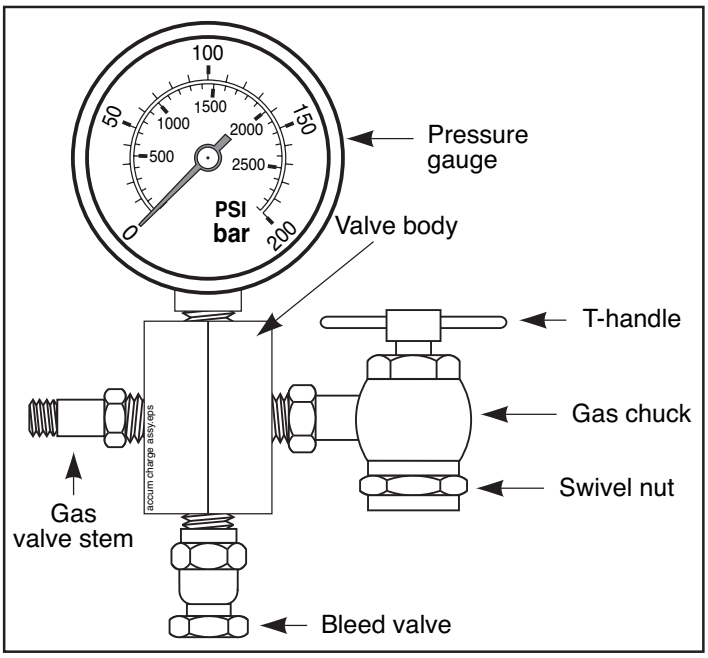
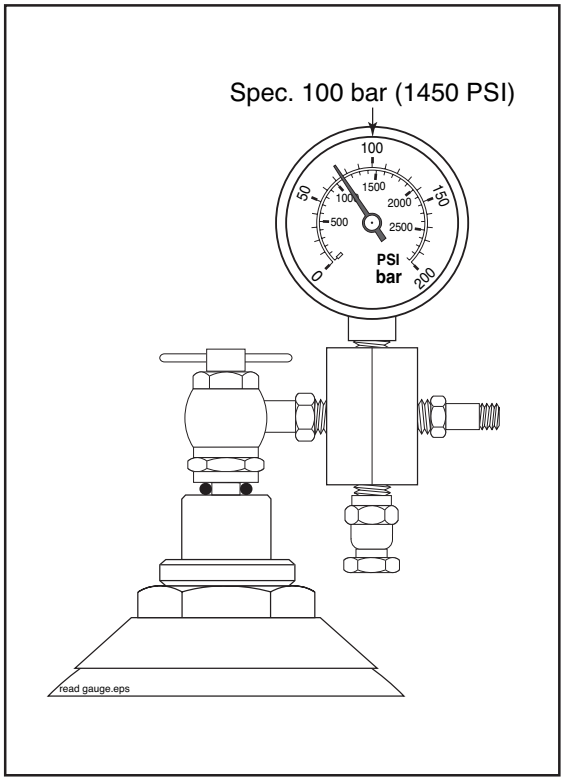

Figure 39
Figure 42
5. On the charge valve assembly, locate the T-handle of the gas chuck (Figure 39). Rotate it *counterclockwise* (outward) completely before attaching the swivel nut to the accumulator gas valve stem.
8. After the swivel nut is attached, screw the T-handle (Figure 39) *in* (clockwise) three (3) full turns. This presses a pin into the gas valve and opens it. Read the pressure on the charge valve assembly gauge (Figure 42) before you attach the nitrogen bottle to the charge valve assembly. The pressure should read 103 bar (1500 PSI). If there is no reading on the gauge, turn the T-handle *in* (clockwise) one more full turn.